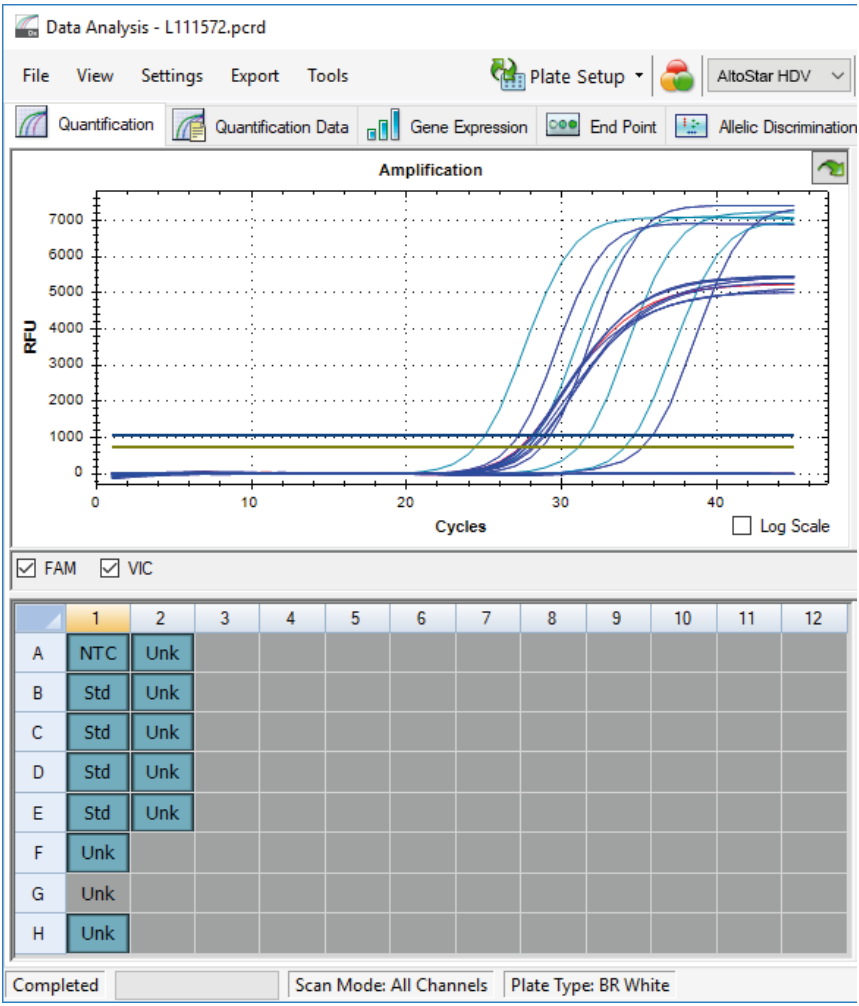

Figura 8: Ventana Data Analysis (análisis de datos): pocillo excluido
4. El pocillo seleccionado se excluye del análisis. No se generarán resultados para este pocillo (consulte la figura 8).